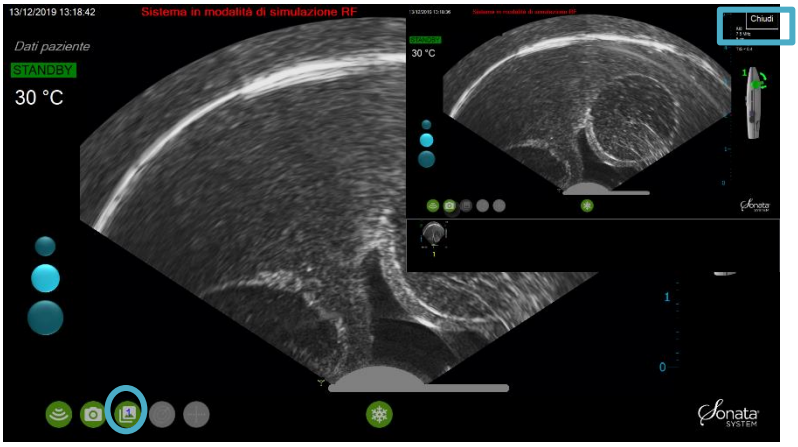

Figura 6-15. Revisione immagine
- L'icona Revisione immagine, normalmente disabilitata (in grigio), diventa di colore verde. Il numero dei fermo immagine salvati verrà visualizzato nell'icona Revisione immagine , nell'angolo in basso a sinistra (vedere la Figura 6-15).
La finestra corrispondente compare nella parte destra della schermata di visualizzazione dell'immagine ecografica. Selezionare l'immagine da visualizzare dalle miniature (vedere la Figura 6-15).
- Una volta completata la revisione, fare clic su "Chiudi" nella finestra (vedere la Figura 6-15).